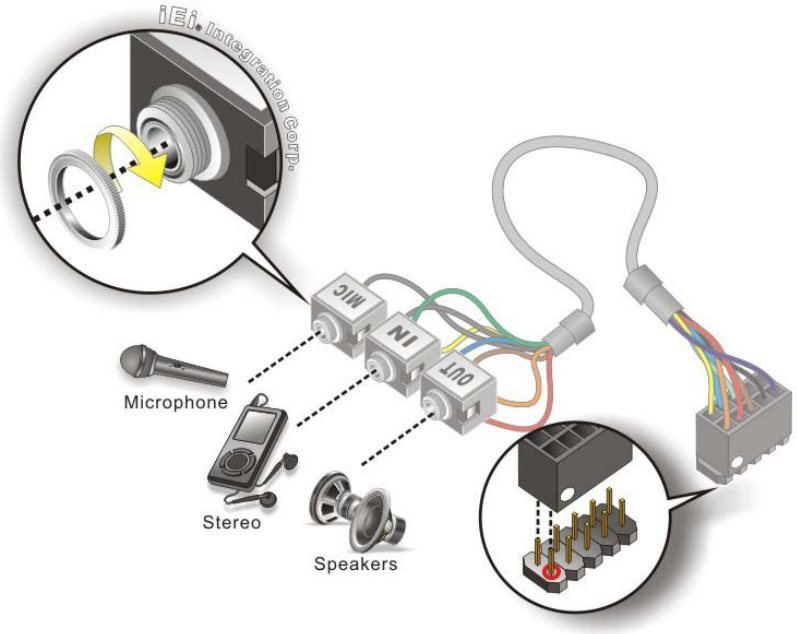

Figure 4-6: Audio Kit Cable Connection
Step 2: **Align pin 1**. Align pin 1 on the on-board connector with pin 1 on the audio kit connector. Pin 1 on the audio kit connector is indicated with a white dot. See **Figure 4-6**.